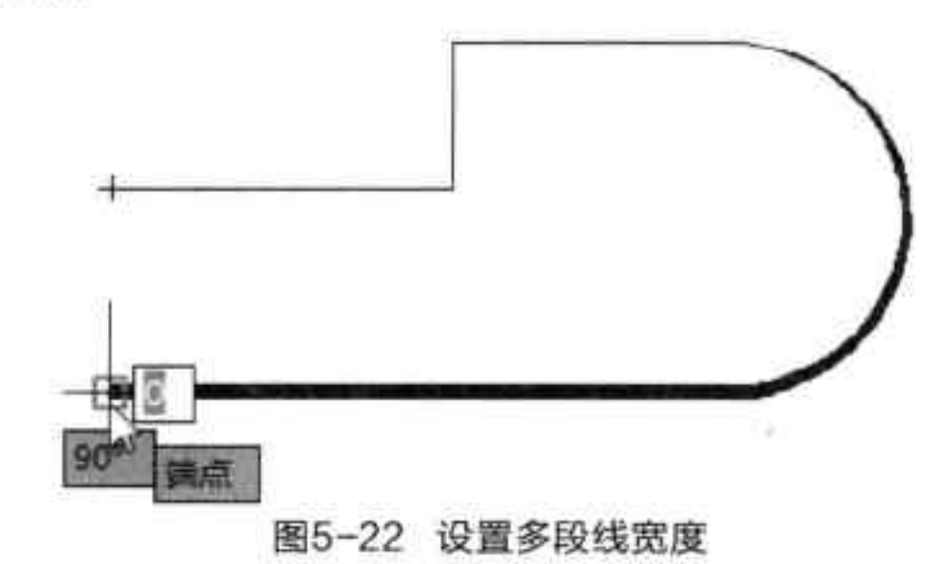

图5-22 设置多段线宽度
Step 02 在命令行中输入“W”，并将起点宽度设为0，终点宽度设为50，绘制圆弧，然后再次输入“L”切换至直线状态，绘制直线段，如图5-22所示。